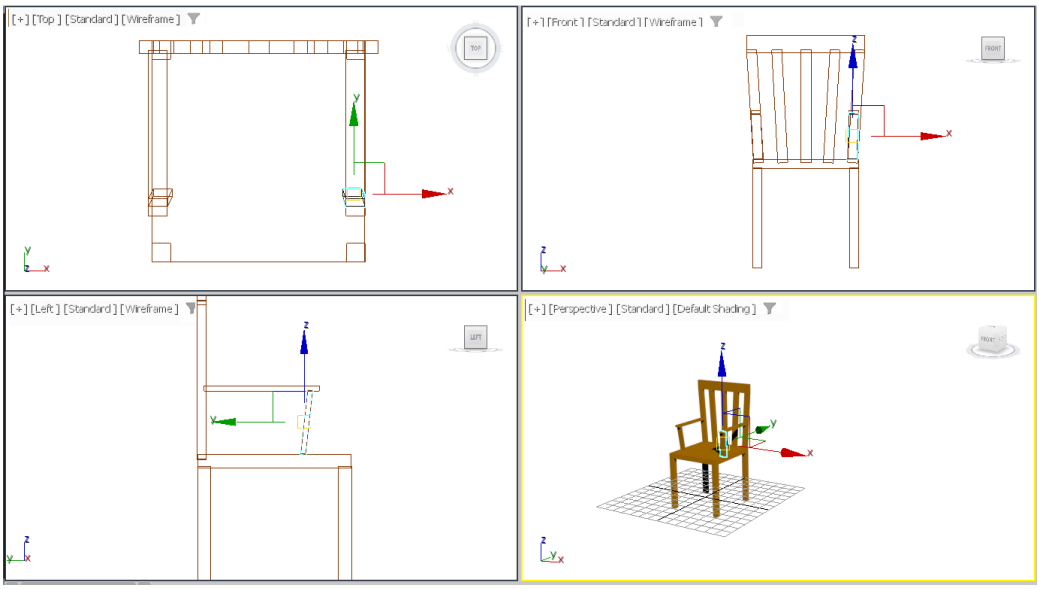

Figure 2-65 *Alignment of boxes in the viewports*
17. Create a copy of both the boxes created above and align them with *base,* as shown in Figure 2-65.